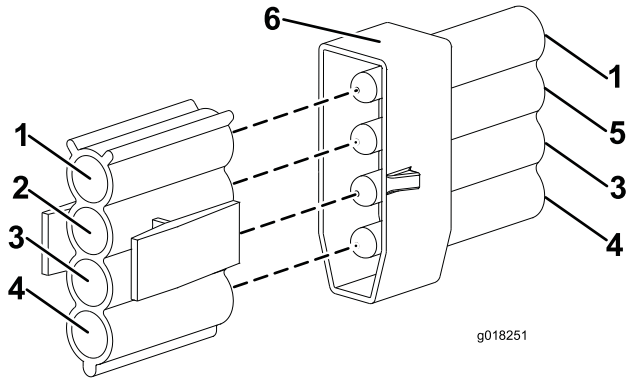

Figura 13
12. Conecte el conector del arnés de cables de la máquina con cable de color VERDE/BLANCO al conector del faro izquierdo previamente marcado. (Figura 13).